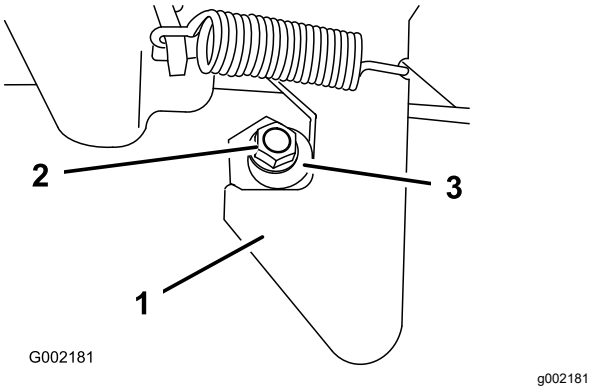

Figur 60
1. Lossa muttern i änden av spärrstiftet (Figur 60).
2. Vrid spärrstiftet medsols tills det sitter tätt mot haken på spärrhaken (Figur 60).